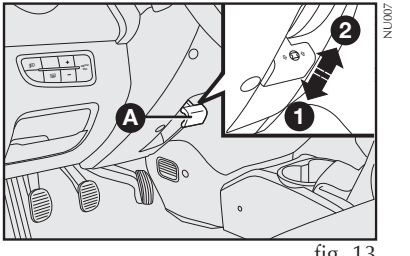

fig. 13
VOLANTE - fig. 13
1) deslocar a alavanca **A-fig. 13** para a posição **2-fig. 13**;